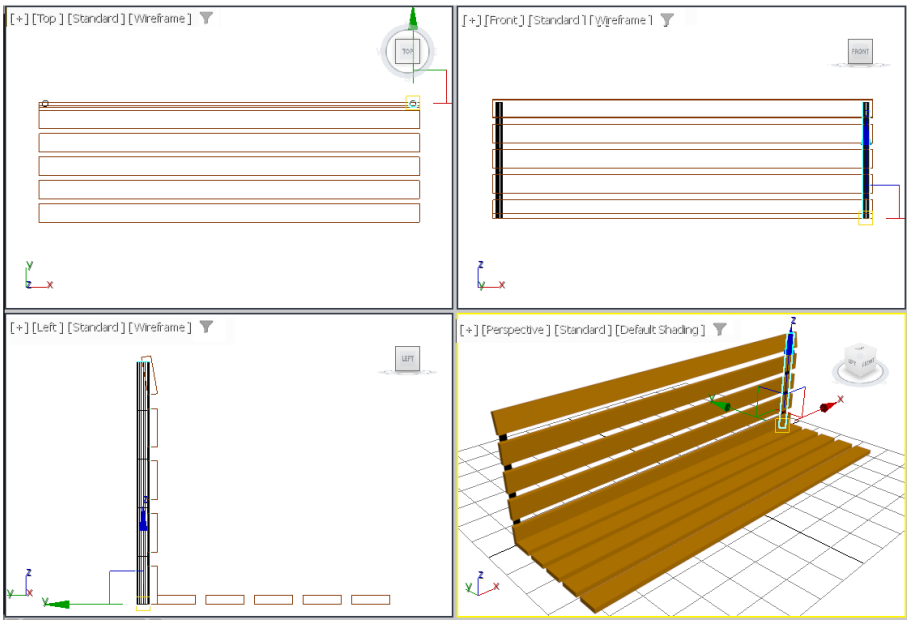

Figure 2-77 *The vertical back support002 in viewports*
6. Activate the Front viewport by middle-clicking in it. Choose the **Select and Move** tool and move the cursor over the horizontal axis. Press and hold the SHIFT key and the left mouse button, and then drag *vertical back support001* to the right side to align it on the right side of *horizontal back support*, as shown in Figure 2-77. Release the left mouse button and the SHIFT key; the **Clone Options** dialog box is displayed.
7. In the **Clone Options** dialog box, make sure the **Copy** radio button is selected and 1 is displayed in the **Number of Copies** spinner. Next, choose the **OK** button; *vertical back support002* is created having same dimensions as *vertical back support001*, refer to Figure 2-77.